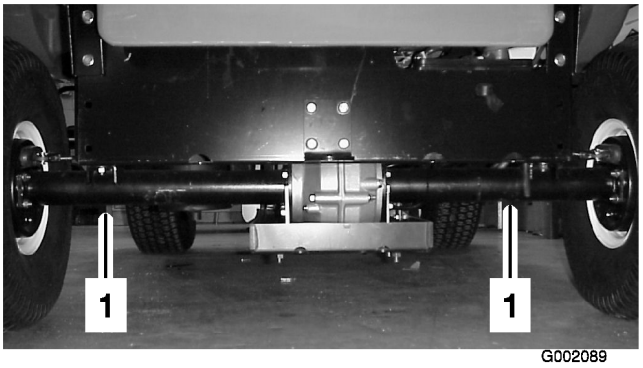
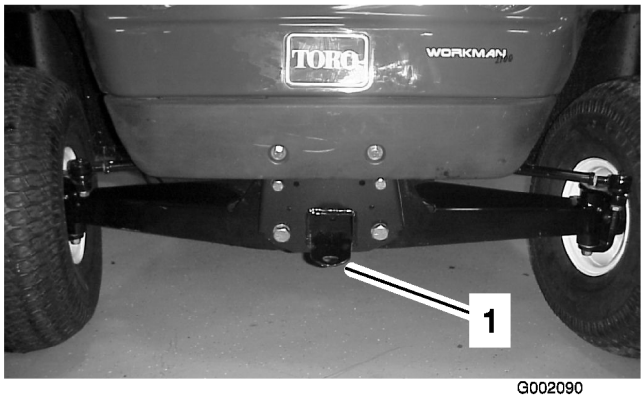

Figur 27
Figur 28
Der skal bruges en anhænger til flytning af køretøjet over lange afstande. Sørg for, at køretøjet er forsvarligt fastgjort til anhængeren. Se Figur 27 og Figur 28 for at se placeringen af bindepunkterne.
2. Sæt et bugsertov fast på anhængertrækstangen foran på stellet (Figur 28).